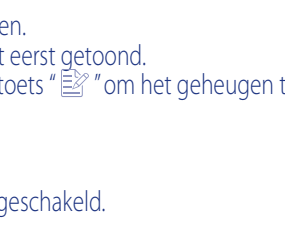

Afbeelding 3
3. Steek de sonde van de thermometer voorzichtig in de gehoorgang zoals weergegeven in afbeelding 3.